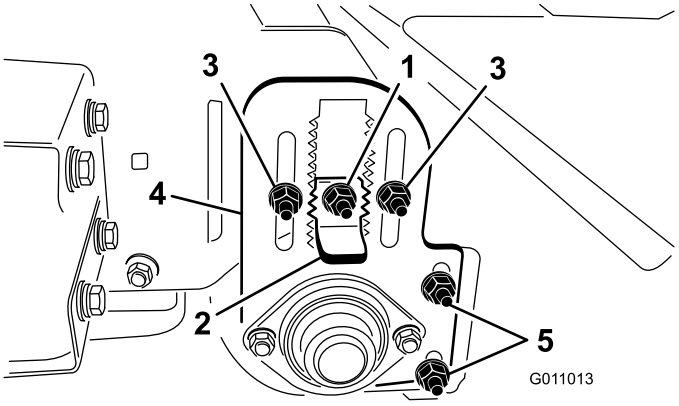

Figur 18
3. Løsne låsemutteren på høydejusteringslåsen (Figur 18) så den kan trekkes ut med ca. 13 mm.
4. Løsne låsemutteren for valsehøydejusteringen (Figur 18).
5. Trekk ut høydejusteringslåsen og flytt den bakre valsen opp eller ned ved å skyve justeringsplaten for valsehøyden til ønsket høyde (Figur 18).
Valseskrapen (Figur 18) skal justeres så det er 1,6 mm klarering mellom skrapen og valsen. Løsne valseskrapens justeringsmuttere, plasser valsen som ønsket og stram mutterne.